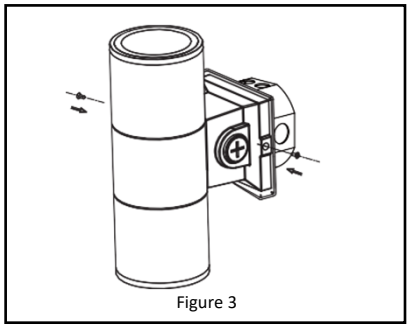

Figure 3
4. Poussez les fils dans la boîte de jonction et placez le luminaire sur la plaque de montage. Installez les 2 vis pour fixer le luminaire à la plaque de montage. ***Reportez-vous à la Figure 3.***